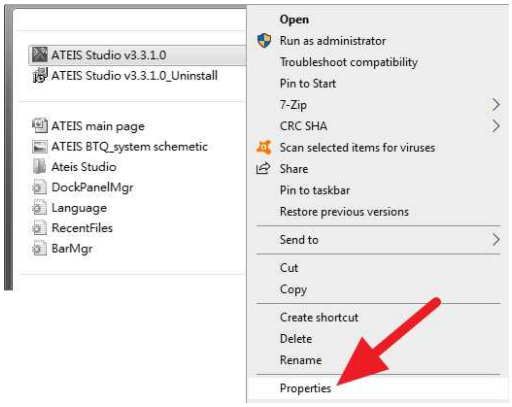
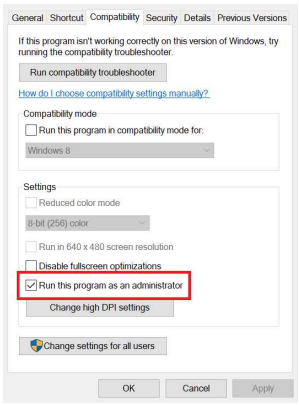

Figure 1
Figure 2
- Or you can set "Run as administrator" to default. First, right click the Ateis Studio software icon (Figure 1). Then click [Properties] button to enable "Run this program as an administrator" option (Figure 2).